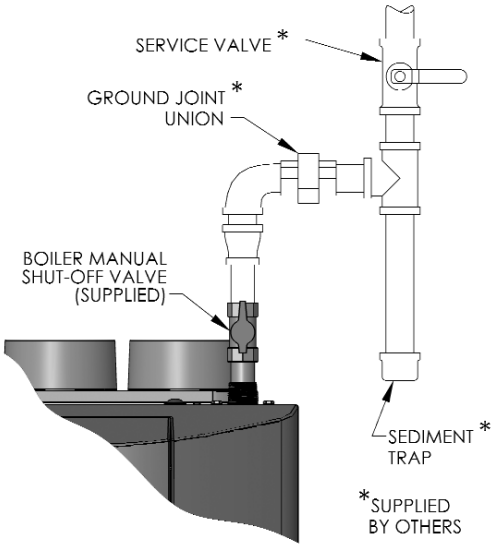

Figure 5.1: Gas Supply Pipe and Shut-off
2. Install a sediment trap as shown in Figure 5.1. Be sure to allow clearance from the floor or other horizontal surface for removal of the pipe cap.
4. Install a service valve as shown in Figure 5.1 to allow the gas supply to be interrupted for service.
7. Figure 5.1 shows the gas shutoff valve for the *PureFire*® boiler. This valve is to be used in addition to the gas service valve shown upstream of the sediment trap.